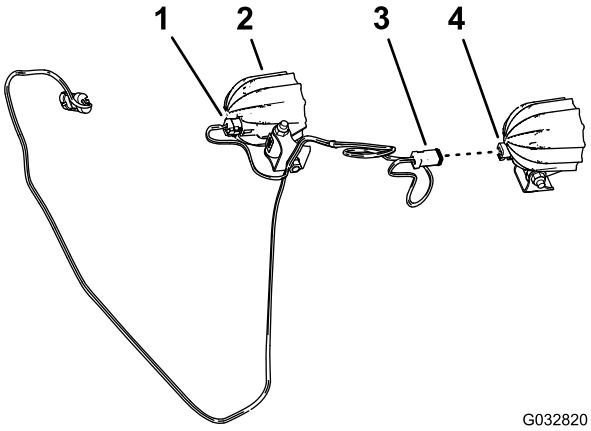

Figura 10
1. Conecte el conector de 2 pines de la luz LED al conector hembra de 2 vías del arnés de cables de las luces LED (Figura 10).
2. Repita el paso 1 con la otra luz LED y el otro conector hembra de 2 vías del arnés de cables (Figura 10).